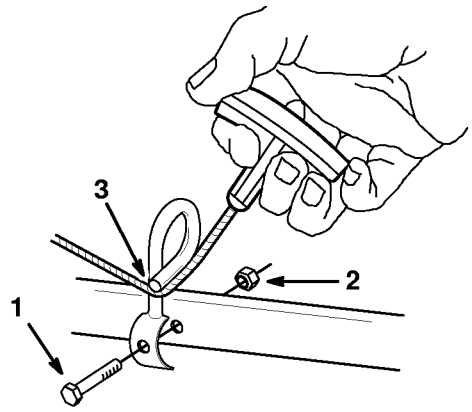

Abbildung 2
2. Die Starterseilführung am unteren Holm mit einer Schraube und Kontermutter befestigen. Starterseil durch die Führung ziehen. (Abb. 2).